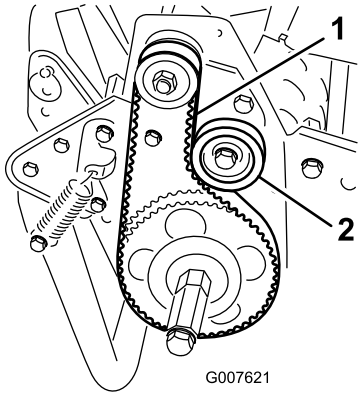

Figur 37
2. Kontroller hvor stram remmen er ved å presse på mellomspennet (Figur 37) med en kraft på 18–22 N. Remmen skal gi etter 6 mm.
A. Løsne monteringsmutteren på lederullen, og vri lederullen med klokken mot baksiden av remmen helt til du oppnår ønsket remspenning (Figur 37).